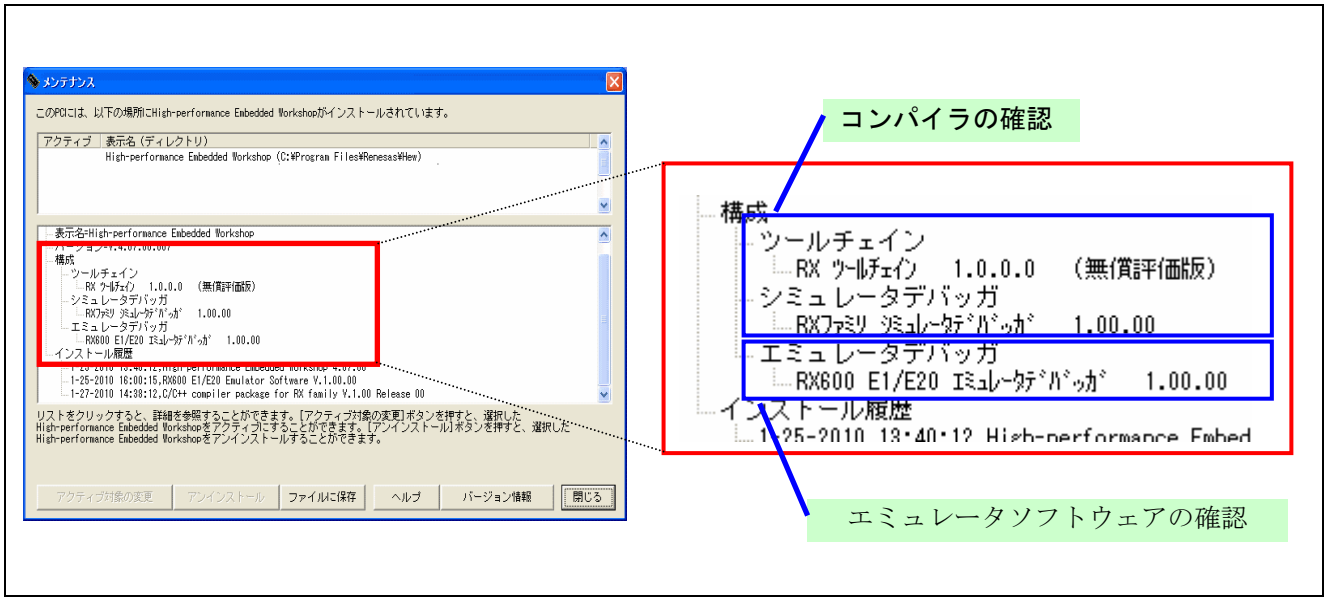

図 3.16　インストールされている製品の確認
(2) [Multiple Install Manager]を起動すると、図 3.16のようにメンテナンス画面が表示されます。構成を確認し、必要なインストールが完了しているか確認します。確認できなかった場合は、再度インストールを行ってください。